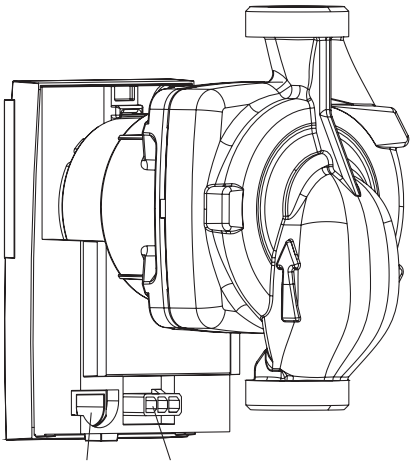

Abb. 5.2 Anschlüsse Pumpe
- Pumpenkabel mit der Elektronikbox verkabeln (siehe Verkablungsplan Abb. 5.2).